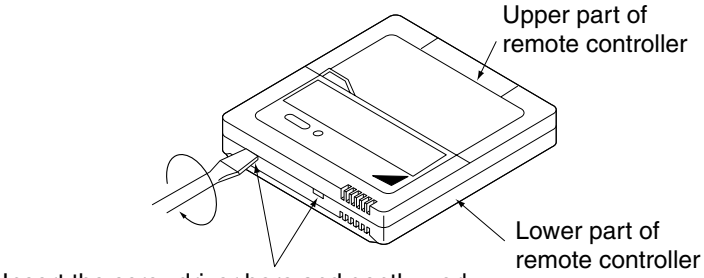

Fig. 32
(1) Insert a ⊖ screw driver into the recess between the upper and lower part of remote controller and, working from the 2 positions, pry off the upper part. (The remote controller PC board is attached to the upper part of remote controller.) **(Refer to Fig. 32)**